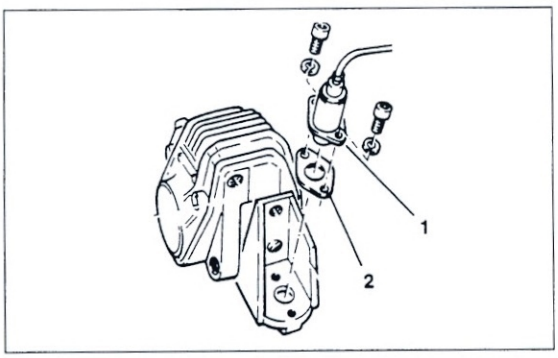

Bild 48
- Klemmschrauben der Lenkerböcke lockern (Bild 48) und Lenker nach hinten drehen.